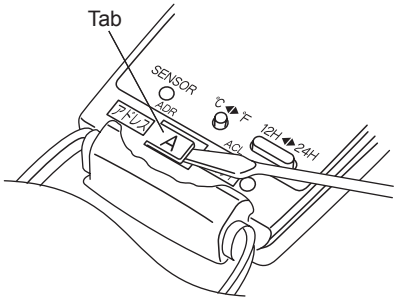
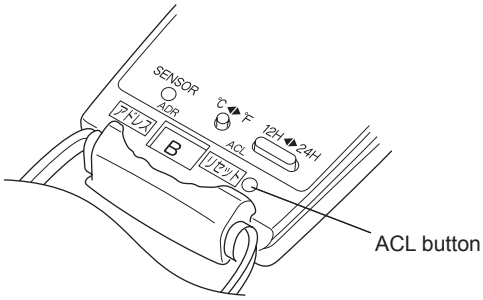

Fig. 13
Fig. 14
(1) Switch on the power source.
(2) Break the address-setting tab marked “A” on the second remote controller to change the address (Fig. 13). When the tab is removed, the address is automatically set to B (Fig. 14).